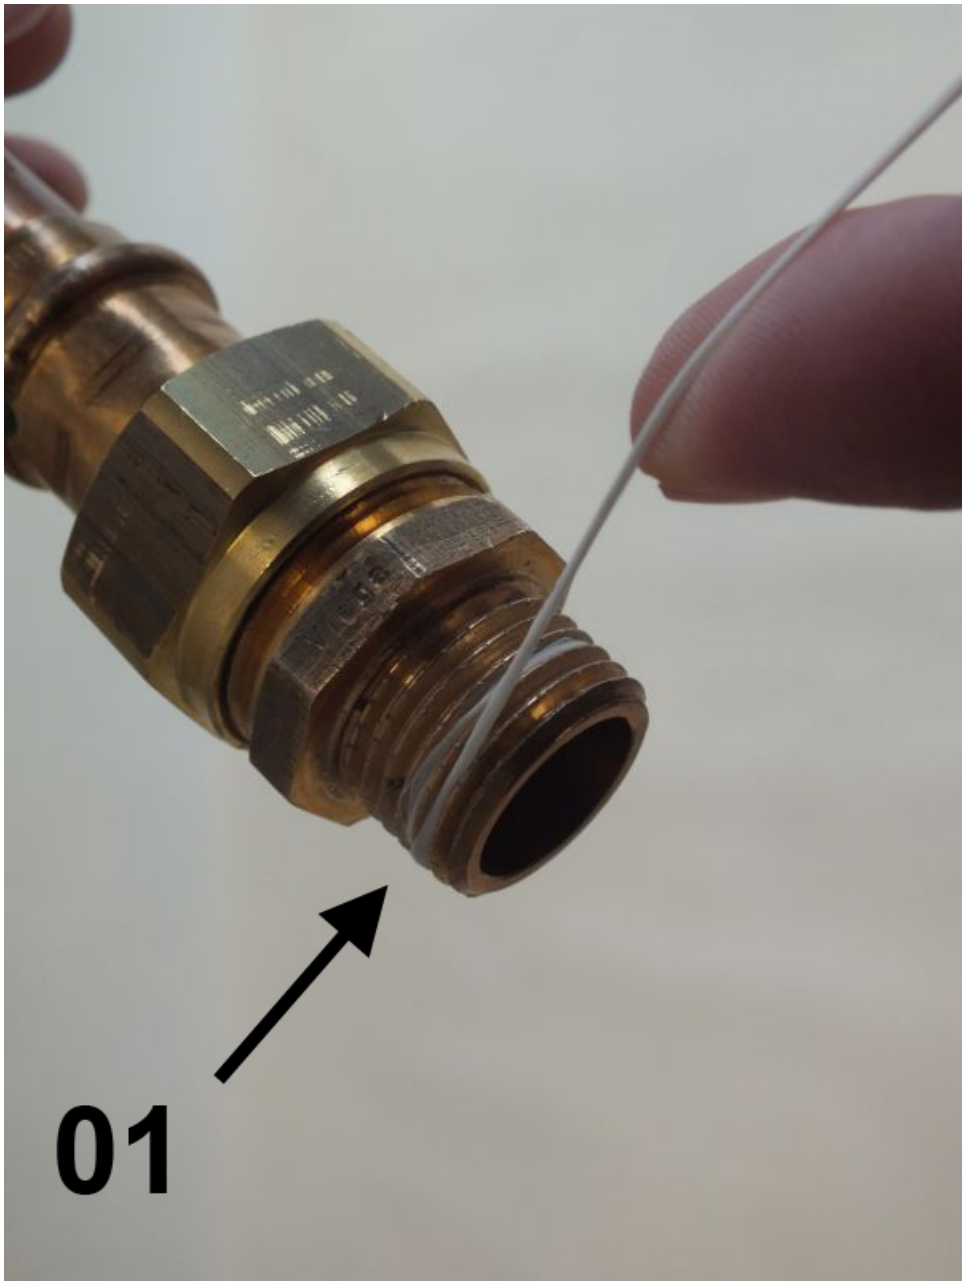

Fig. 9: Apply sealing thread
2. Apply sealing thread (*Fig. 9*/01) to the napped area in the threaded direction. Observe the quantity recommended by the sealant manufacturer.